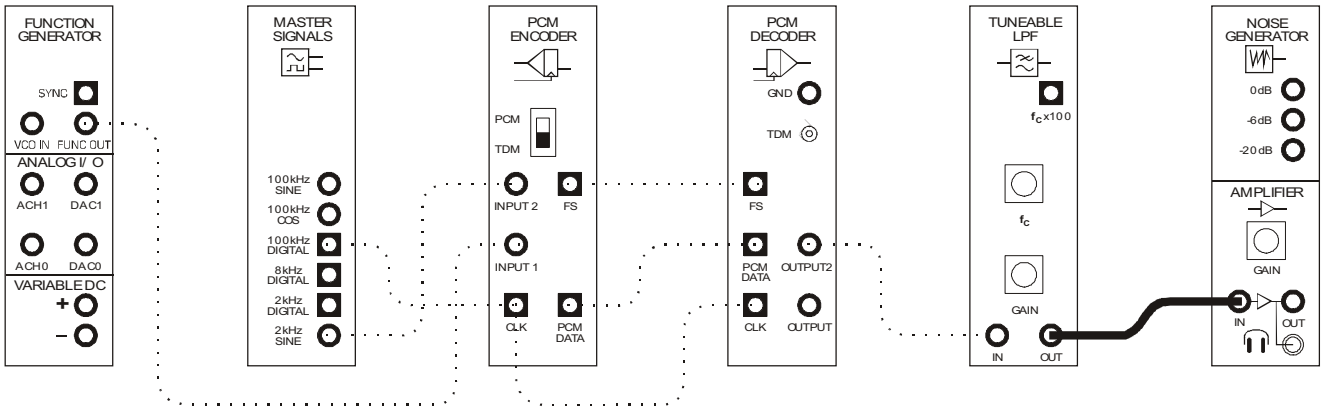

Figure 5
37. Modify the set-up as shown in Figure 5 below leaving the scope connections as they are.